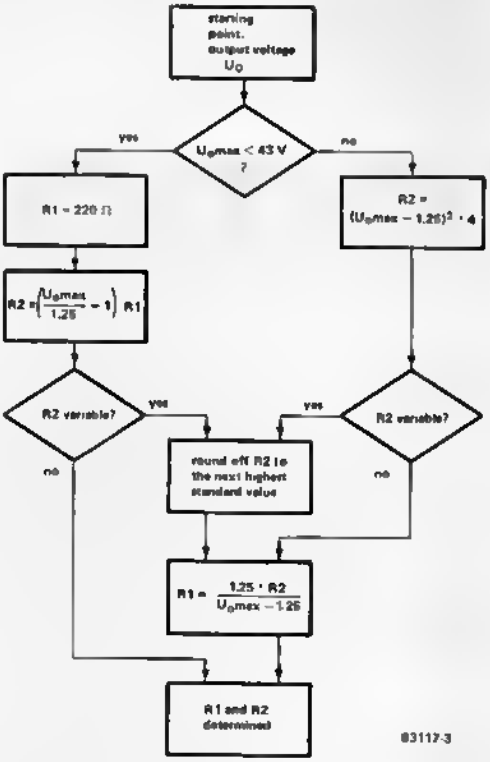

**Figure 3. Chart for the computation of resistors R1 and R2 in figure 2.**
Figure 2. The external circuit diagram of the TL 783 voltage regulator. Values of R1 and R2 for a given output voltage are calculated according to the chart in figure 3.
Figure 3 shows a chart for the computation of R1 and R2. Both these resistors should not be less than 0.25 W. Starting point of the chart is the maximum output voltage, $U_O$max. If $U_O$ is smaller than 43 V, the left-hand side of the chart is used for the calculation. Assuming that R2 is variable, we take R1 = 220 Ω as the basis for our calculation. If the output voltage is equal to, or greater than, 43 V, the right-hand side of the chart is used. Always measure the actual resistance of the variable resistor as these types normally have wide tolerances. Table 1 shows some typical values for the resistances at various output voltages. ◼
**Table 1. Examples of the use of figure 3.**
**Table 1. Some values of R1 and R2 calculated with the aid of figure 3 for various values of required output voltages.**